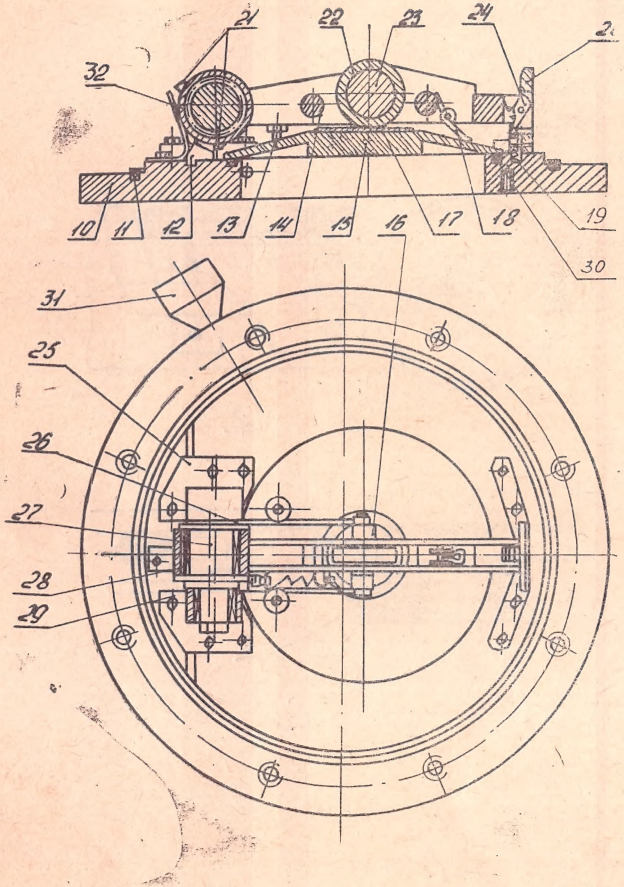
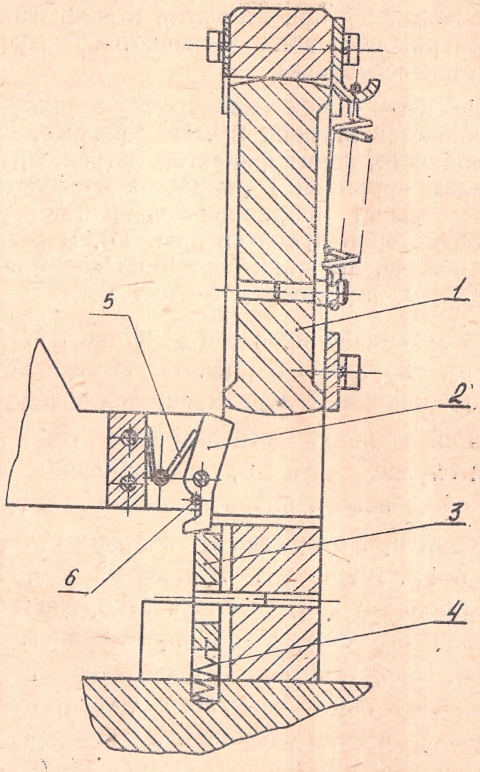
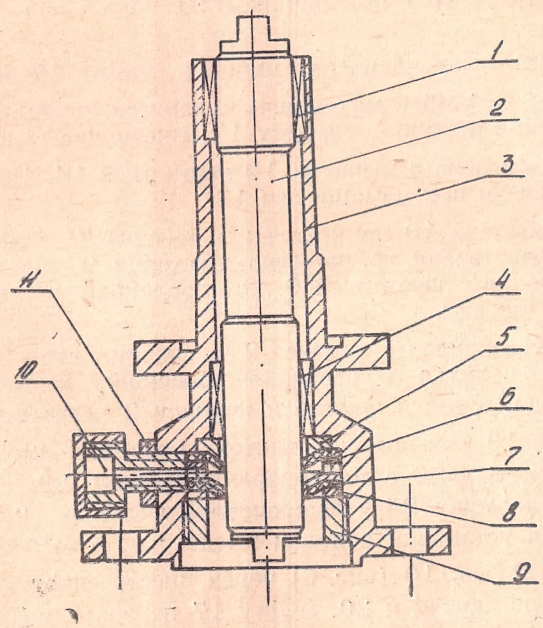

Рис. 2. Механизм затвора
Рис.4 Кронштейн с качающейся опорой.
Рис.3. Узел уплотнения промежуточного вала
8.3.5. Установите заслонку 15 (рис. 2.) затвора с таким расчетом, чтобы она была параллельна плоскости основания 10 в положении «закрыто». Это достигается двумя регулировочными винтами 13, которые, после установки заслонки в параллельное с основанием положение, контрятся гайками.
2. Механизм затвора. Все детали затвора (рис. 2) монтируются на основании 10, имеющем круглое отверстие, смещенное относительно оси основания. По контуру рабочего окна находится уплотнитель 30 из вакуумной резины, расположенный в канавке. Сбоку к основанию приварен вакуумный ввод (грибок) 31, предназначенный для установки средств измерения вакуума.
Затворы ДУ 85У и ДУ 160У имеют целый кронштейн, как показано на рис.2, поз. 20. На затворах ДУ 260У, ДУ 380У и ДУ 500У кронштейн 20 (рис. 2) имеет качующуюся опору (рис. 4). Опора 1 постоянно прижимается пружиной расстяжения к кронштейну.
Разборку производите в следующем порядке (см. рис. 2). Кронштейн 25 отсоедините от основания 10, при этом весь механизм затвора разделяется на отдельные детали; отсоедините кронштейн от опорной чашки 16.
В нижней части кронштейна в направляющих ходит планка 19, которая под действием пружины находится в верхнем положении. Движение планки ограничивается штифтом. В кронштейнах 25 и 29 вращается эксцентриковый вал 27, средняя шейка которого вращается во втулке 28 рычага 14. На эксцентриковом валу имеется паз, куда входит носик фиксатора 2 (рис. 3), обеспечивая жесткое соединение рычага 14 (рис. 2) с эксцентриковым валом 27 при открытии и закрытии затвора. Один конец эксцентрикового вала связывается с муфтой привода, другой остается свободным.
Рычаг 14 представляет собой равнопрочную балку, один конец которой оканчивается втулкой 28. На рычаге, рядом со втулкой, с направляющих ходит фиксатор 2 (рис. 3), носик которого под действием пружины 1 упирается в эксцентриковый вал. Средней частью рычаг шарнирно связан с опорной чашкой 16 (рис. 2), на которой крепится диск 15. В рычаг вставлена пружина 18 с осью, пружина постоянно давит на заслонку, прижимая ее к регулировочным винтам 13.
В конце рычага установлена на оси защелка 24, носик которой под действием пружины 5 (рис. 4) выступает из паза рычага. Движение защелки 2 ограничивается штифтом 6.
Для фиксирования заслонки относительно оси проходного окна основания служат тяги 26, соединяющие шарнирно шейки эксцентрикового вала с опорной чашкой 16 (рис. 2).
При крайнем положении «открыто» рабочая плоскость заслонки 15 (рис. 2) находится относительно плоскости основания 10 под углом 80...90°; один из упоров 21, расположенных на втулке 28 рычага 14, прижат к упору 12, расположенному на основании 10; носик фиксатора 2 (рис.3) утоплен в углублении эксцентрикового вала, штифт 3 фиксатора находится в пазу сектора 4 блокируя произвольное отключение фиксатора при резком повороте эксцентрика. При повороте эксцентрика на угол 90° по часовой стрелке заслонка 15 (рис. 2) закрывает окно фланца 10, подойдя к нему на расстояние небольшого зазора; носик защелки 24 заскакивает в окно кронштейна 20, блокируя выход рычага из окна кронштейна, а ножка защелки топит планку 19, конец рычага 14 еще не входит в окно кронштейна. Фиксатор 2 (рис. 3) остается как и прежде утопленным в углублении эксцентрикового вала.
При дальнейшем повороте эксцентрикового вала по часовой стрелке на участке угла поворота 90÷240° происходит процесс запирания затвора. При этом рычаг 14 упирается концом в нижнюю площадку кронштейна 20. Носик фиксатора 2 (рис.2) выжимается из углебления эксцентрикового вала 27 рис. 2) преодолевая силу пружины 1 (рис.3) тем самым эксцентриковый вал 27 и рычаг 14 расцепляются (рис.2). Один конец рычага 14 совершает возвратно-поступательное движение, другой его конец—втулка 28 совершает вращательное движение.
Вал 23 с эксцентриковым валом 27 (рис. 2) соединен крестовиной с промежуточным валом 2 (рис. 5).